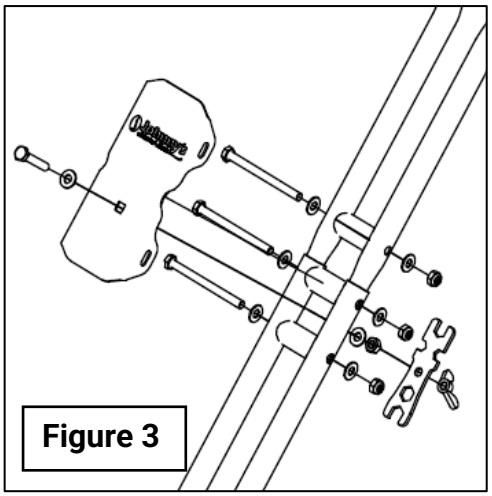

Figure 3
4. Slide an Upper Handle Bar (C) into each Lower Handle Bar (B).
5. Assemble an M8x110 bolt (K) through the lowest hole of the Mid-Handle Bracket (D), a Lower Handle Bar (B), a Handle Spacer (E), and the other Lower Handle Bar. Add a Washer (P) and Hex Lock Nut (L) to the other side and lightly hand tighten. Repeat with two more M8x110 bolts (K) and Handle Spacers (E) and the Upper Handle Bars (C). See Figure 3.
6. Attach the Multitool Bolt Tightener (A) to the bottom of the Mid-Handle Bracket (D) using the Adjustment tool bolt (R) and the Adjustment Tool Wing Nut (N).
7. Slide the Rubber Handle Grips (J) onto each Upper Handle Bar (C).